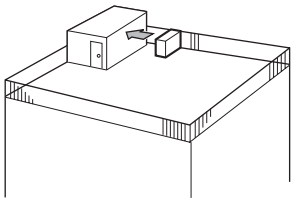

Fig. 2-2
① Positionner la sortie d’air vers le mur le plus proche et à environ 50 cm (19-11/16") de celui-ci. (Fig. 2-2)